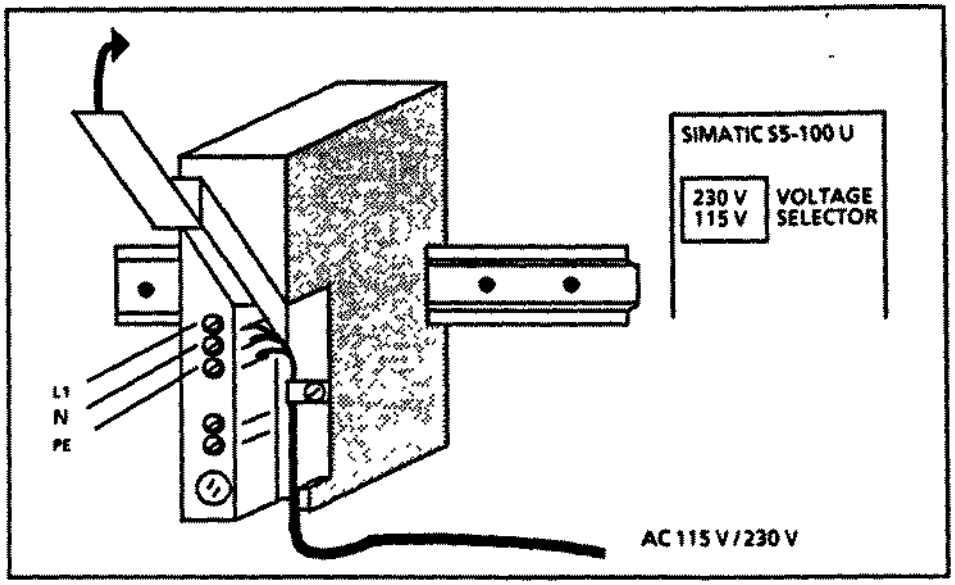

Рис. 3.30. Схема подключения модуля питания PS 930.
* модуля питания (рис. 3.30), и